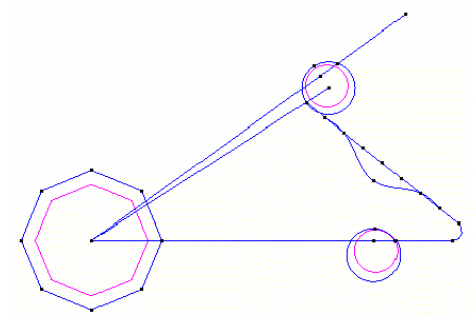

Figure 40. Optimizing the design
11. Before selecting the last point, choose **Last Point** in the **Contextual** menu. Then finish the NURBS line. The result is shown in Figure 40.